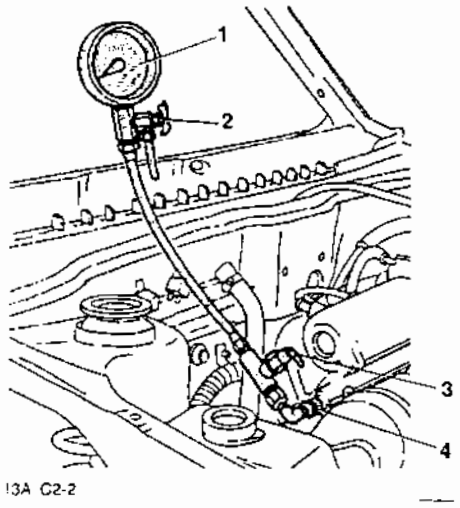

Fig.C3-2
B. Brancher le manomètre au raccord de contrôle de pression du carburant (fig.C3-2), en enroulant autour du raccord le chiffon de coton pour éviter de répandre le carburant.